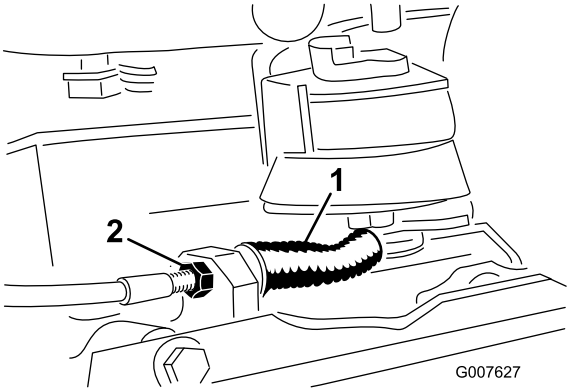

Figuur 34
- Draai om de kabelspanning te verminderen de voorste contramoer losser en de achterste contramoer vaster (Figuur 34). Herhaal stap 1 en 2 indien nodig.
- Draai om de kabel strakker te zetten de voorste contramoer vaster en de achterste contramoer losser (Figuur 34). Herhaal stap 1 en 2 indien nodig.